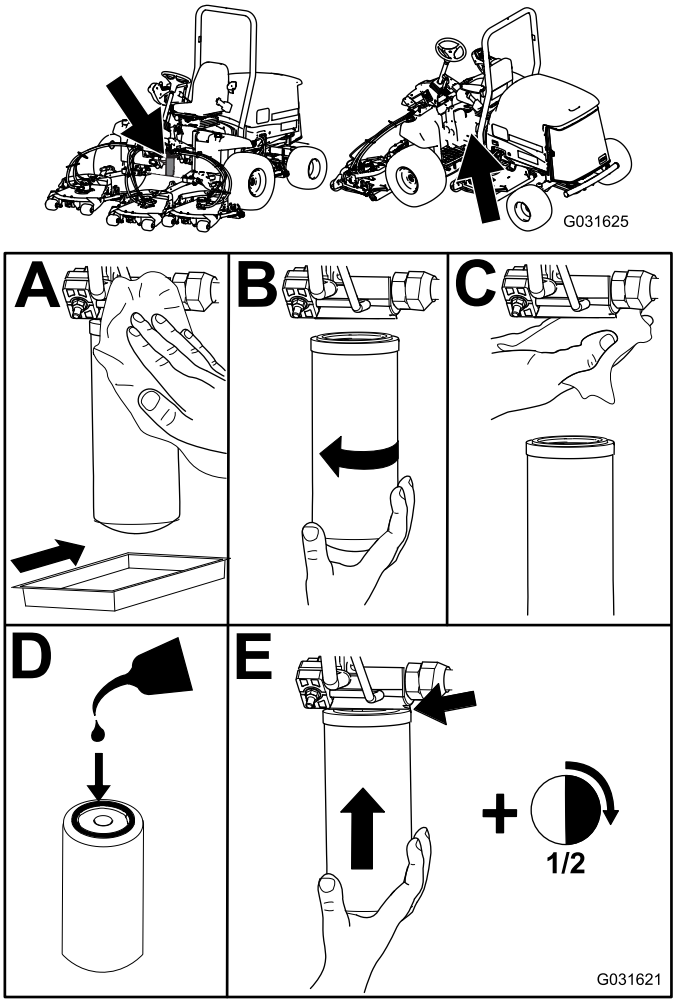

Figur 60
2. Byt ut båda hydraulfiltren (Figur 60).